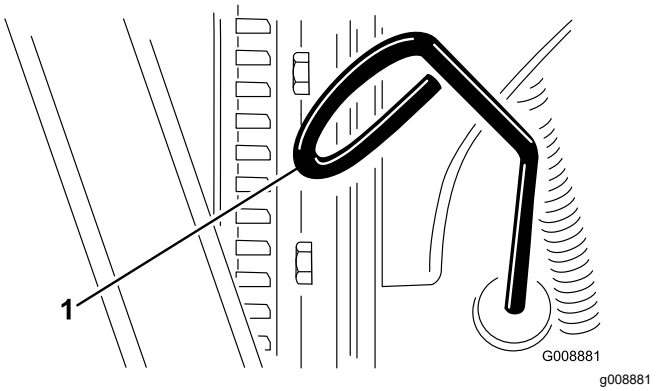

Figuur 25
2. Verwijder de peilstok (Figuur 25) en veeg deze af met een schone doek.